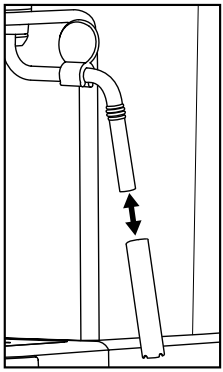

Abb. 1
1) Stellen Sie einen leeren Behälter unter die Milchaufschäumdüse ⑩.
2) Drehen Sie den Dampfregler ❼ direkt nach dem Gebrauch auf „♨/💧“ und lassen Sie einige Sekunden Dampf entweichen.
3) Drehen Sie den Dampfregler ❼ zu (bis zum Anschlag in Richtung „●“ drehen), schalten Sie das Gerät aus und ziehen Sie den Netzstecker.
5) Ziehen Sie die Hülle der Milchaufschäumdüse ⑩ ab (Abbildung 1) und reinigen Sie diese sorgfältig im warmen Wasser.
7) Schieben Sie die Hülle wieder auf die Düse (siehe Abbildung 1).